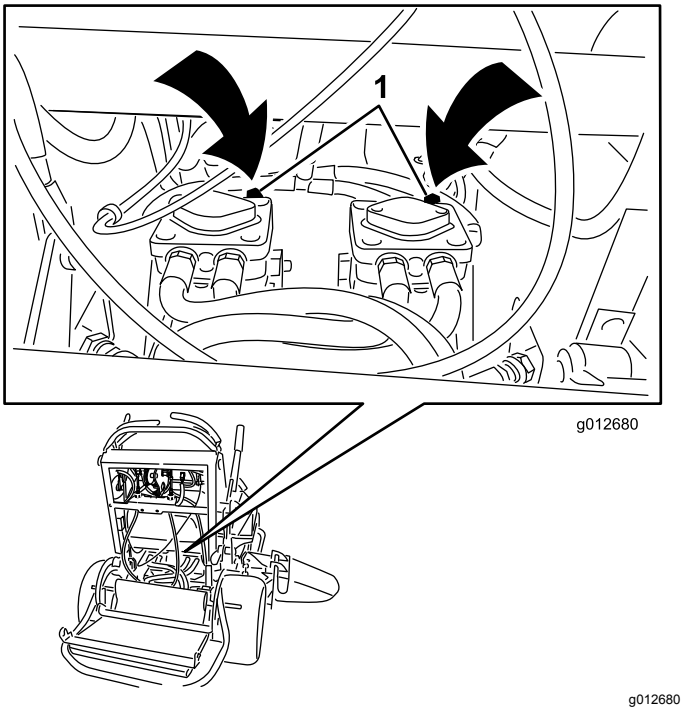

Bild 27
3. Drehen Sie das Sicherheitsventil an beiden Pumpen um eine oder zwei Umdrehungen nach rechts, um es zu öffnen (Bild 27).